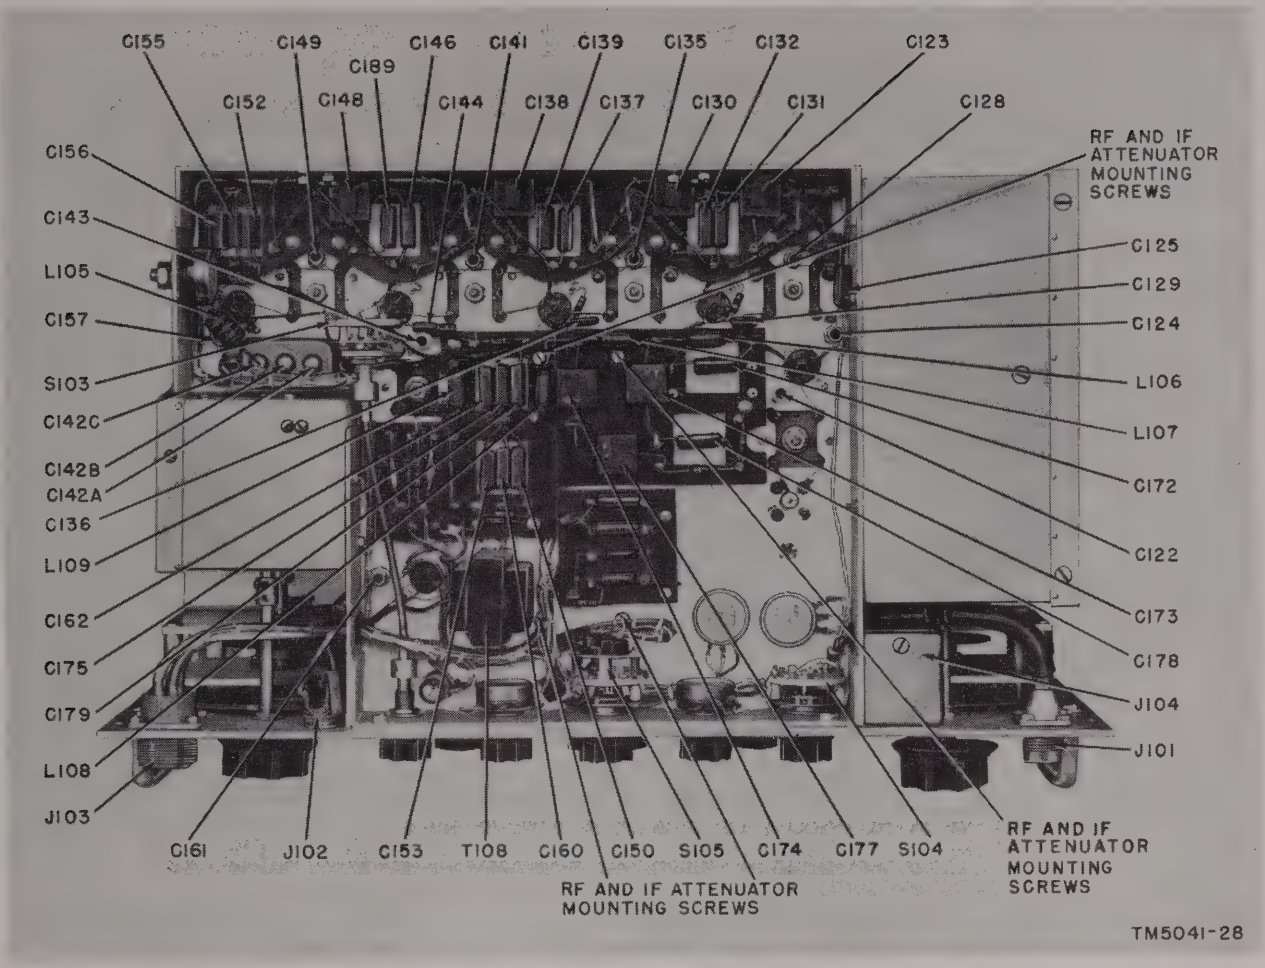

Figure 28. Receiver, location of circuit components, bottom view.
c. Remove the two screws from the bottom of the chassis; these screws are visible through the holes in the terminal boards (fig. 28). Remove the other two screws, near the POWER switch, which hold the attenuator assembly in place.